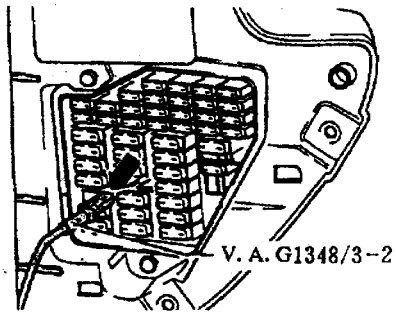

图 2－37
(3) 检查准备：
①从行李舱底板装饰板下，拆下燃油箱法兰盖。
②起动机短时运转，应能听到燃油泵运转声。关闭点火开关，打开仪表板左侧的保险丝盒盖，拔出第 28 号保险丝（最左侧，自上向下数第 5 个大保险丝）。如图 2－37 箭头所示，用连接电线 V.A.G1348/3－2 将遥控器 V.A.G1348/3A 连接到 28 号保险丝插座上，把接线夹夹到蓄电池“＋”上。
③操纵遥控器，如果燃油泵不运转，松开 4 针插头并拆下见图 2－14 所示。用辅助导线 V.A.G1594 将二极管检查灯 V.A.G1527 连接在插头外触点下，如图 2－38 所示。